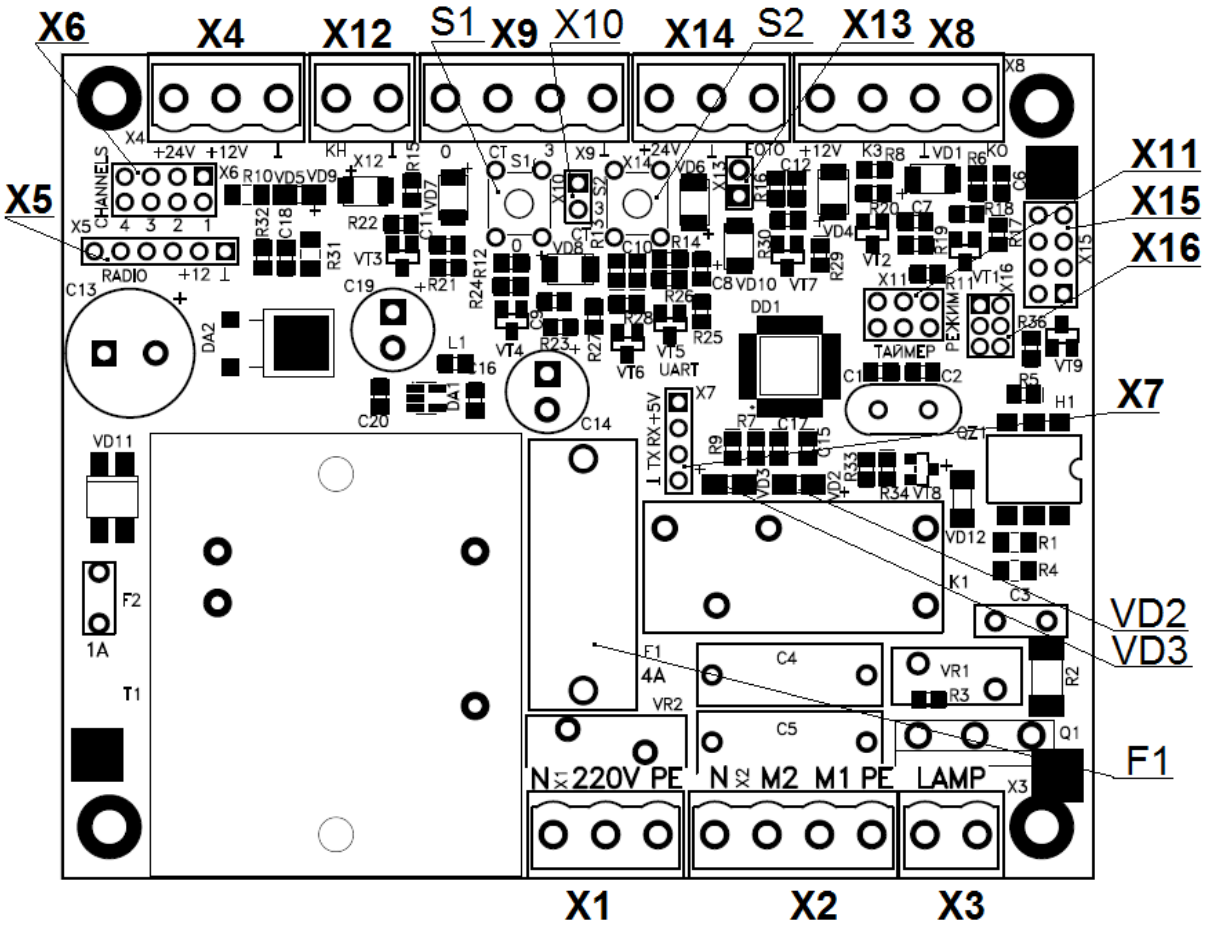

Рисунок 6
Питание шлагбаума однофазное, подключается к разъему X1 (см. Рисунок 6)
Фотоэлементы подключаются к разъему **X14** (см. Рисунок 6)
При отсутствии фотоэлементов на переключателе **X13** (см. Рисунок 6) должен быть установлен джампер. При отсутствии перемычки шлагбаум не будет закрываться.
Подключается к разъему **X9** (см. Рисунок 6)
3. Блок перейдет в режим настройки задержки таймера. Количеством миганий индикаторов открытия и закрытия (см. Рисунок 6) отобразится текущее время задержки в секундах кратное 5. (3 мигания – 15 секунд)